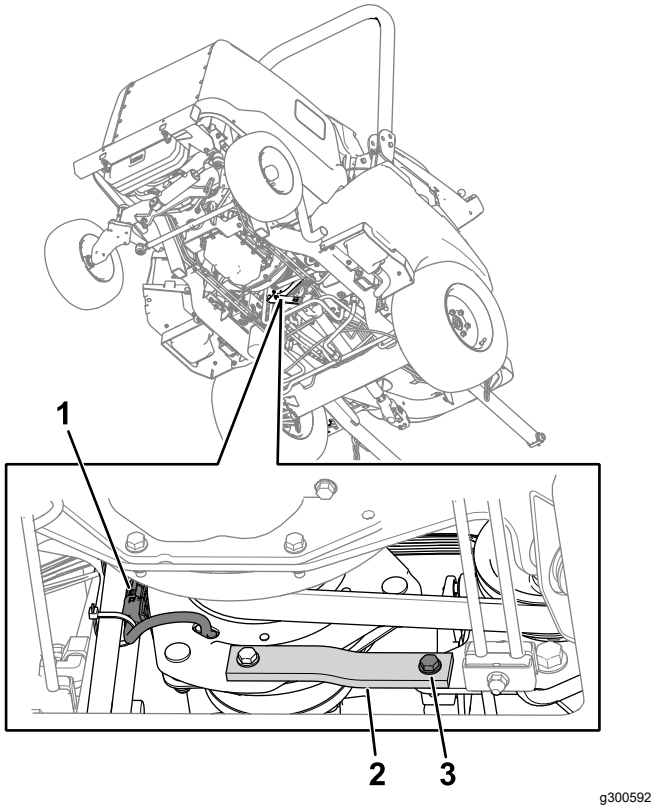

Figur 77
2. Koppla bort kopplingskablaget från maskinkablaget (Figur 77).
3. Ta bort bulten, brickan och muttern från gummiremmen (Figur 77) på ramen.